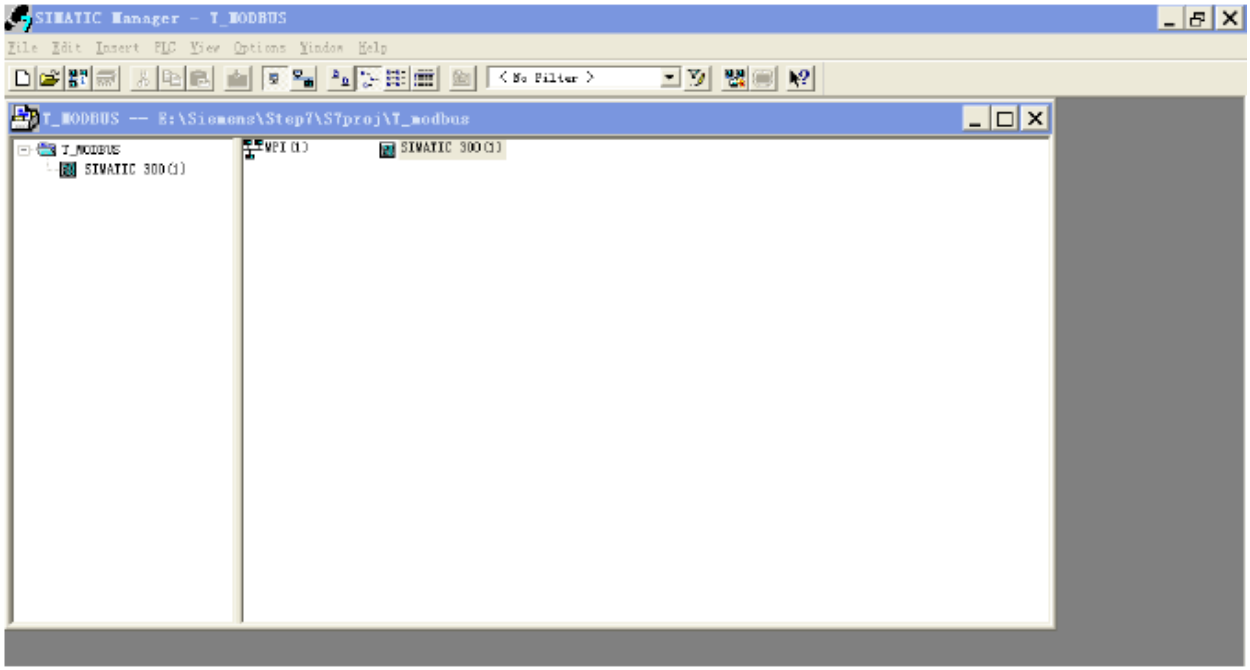

图 3
3. Insert->Station->SIMATIC 300 Station.，如图 3：